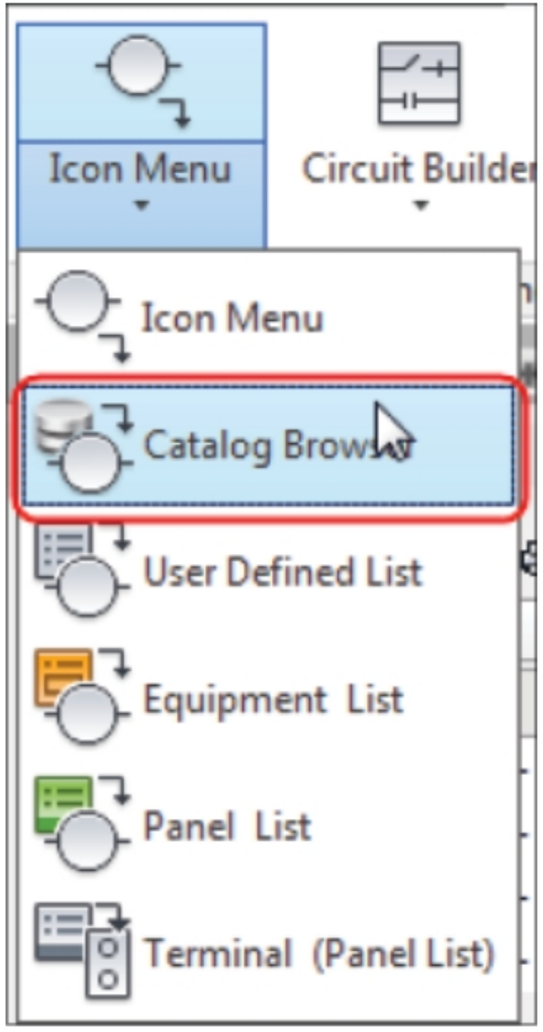
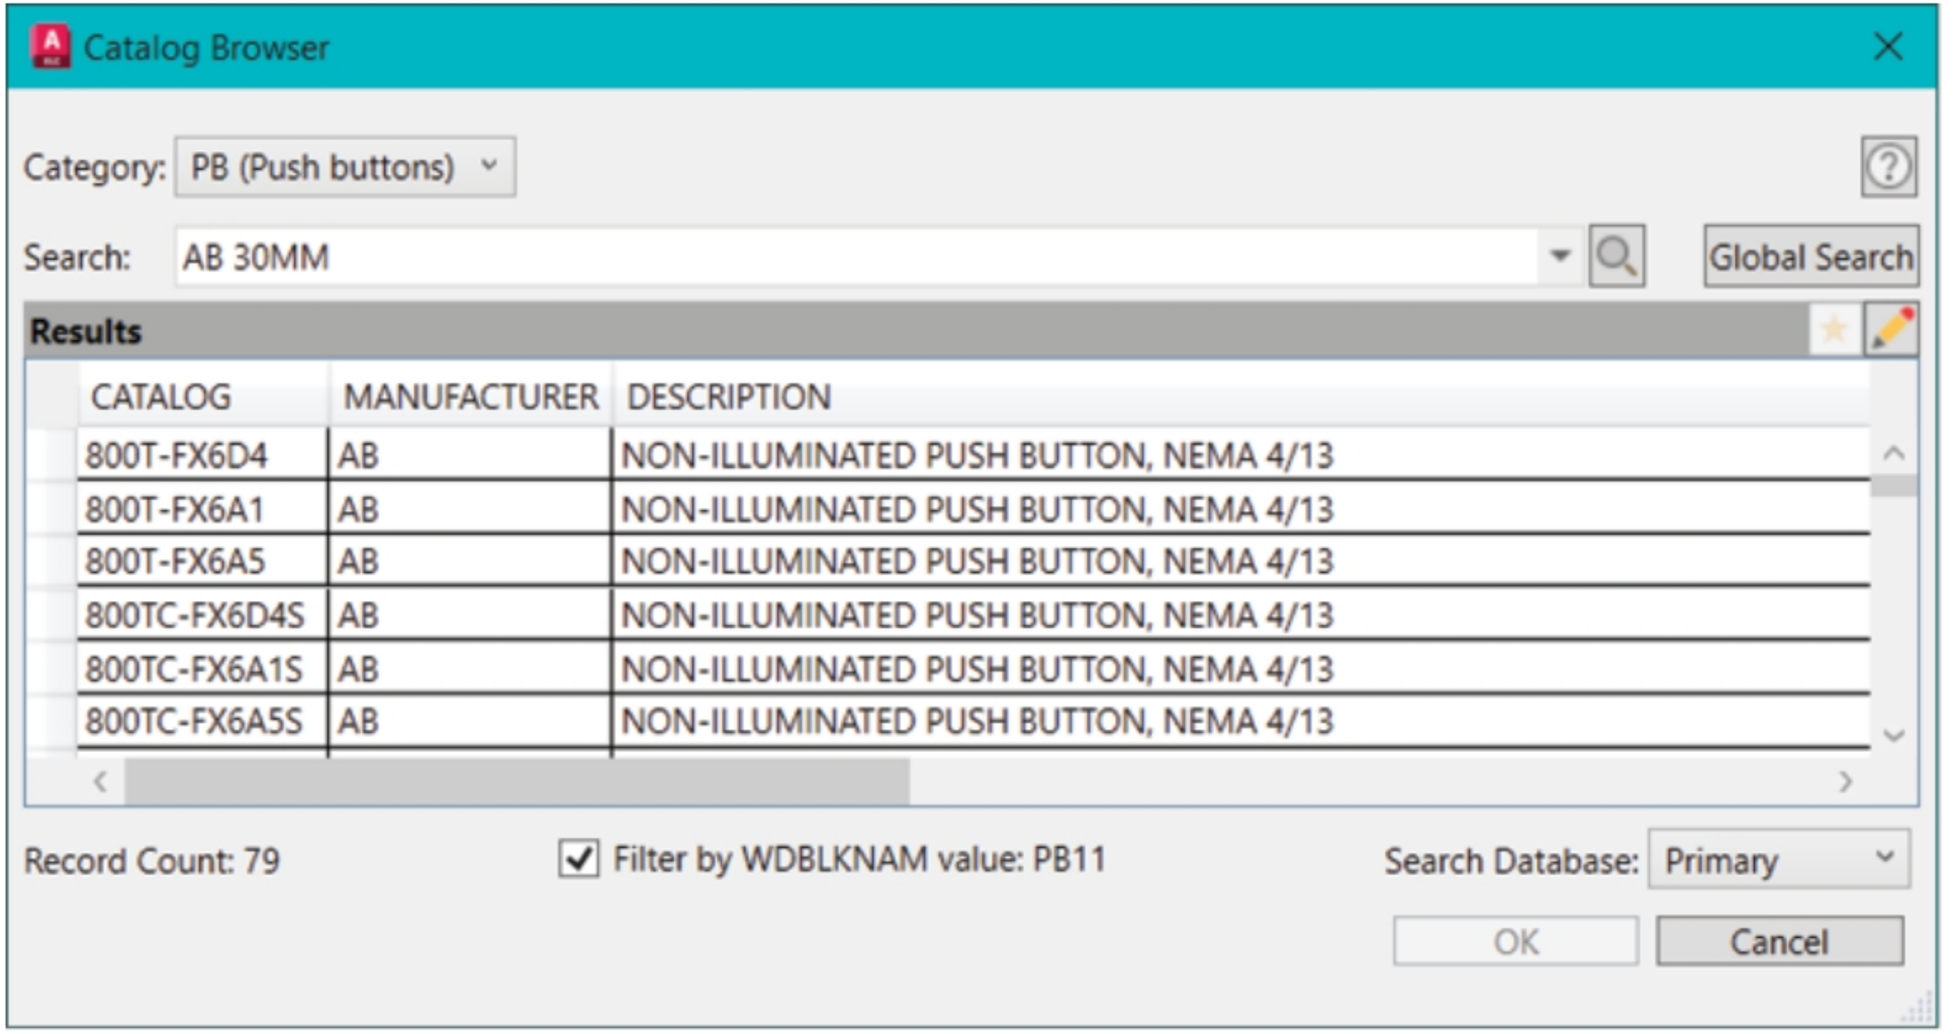

Figure-22. Catalog Browser button
Figure-23. Catalog Browser dialog box
- Click on the down arrow below **Icon Menu** button in the **Ribbon**. The **Component** drop-down will be displayed. Click on the **Catalog Browser** tool from the list; refer to Figure-22. The **Catalog Browser** will be displayed; refer to Figure-23.